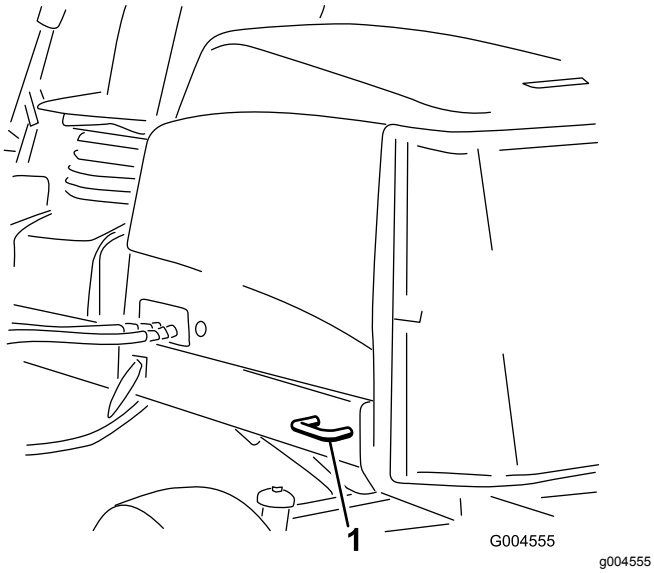

Figuur 35
- Achter – Beide zijden van het achterframe van de machine (Figuur 35)